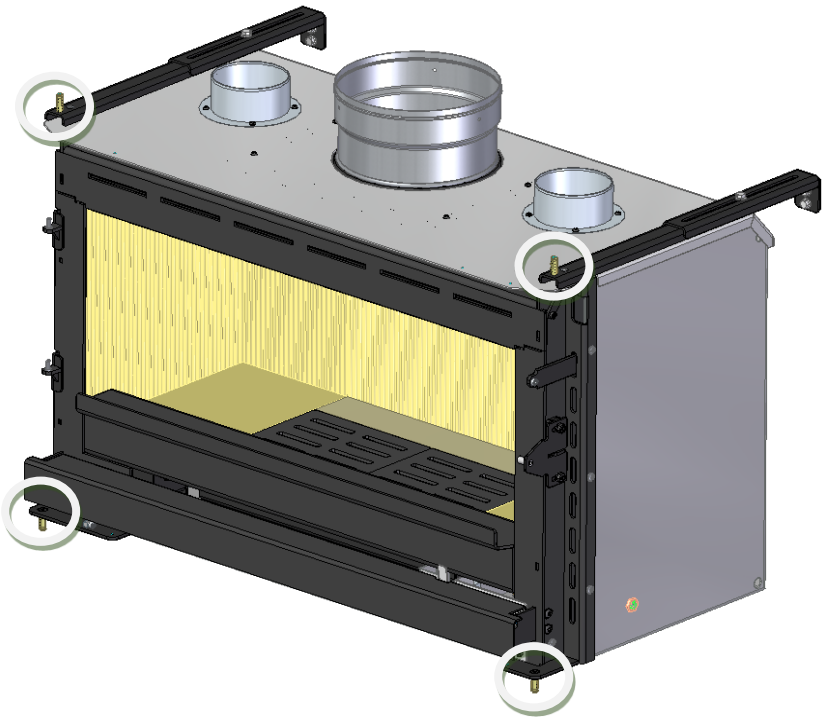

Figura 18 – Fixação do equipamento em alvenaria
15. Se pretender colocar o equipamento numa alvenaria, deverá utilizar as buchas de latão e os parafusos de cabeça de embeber que vão no kit de fixação do equipamento "PA1090G053". Deverá tirar as medições corretas para efetuar as furações na alvenaria e deverá fixar o equipamento nos seguintes locais como mostra a Figura 18.